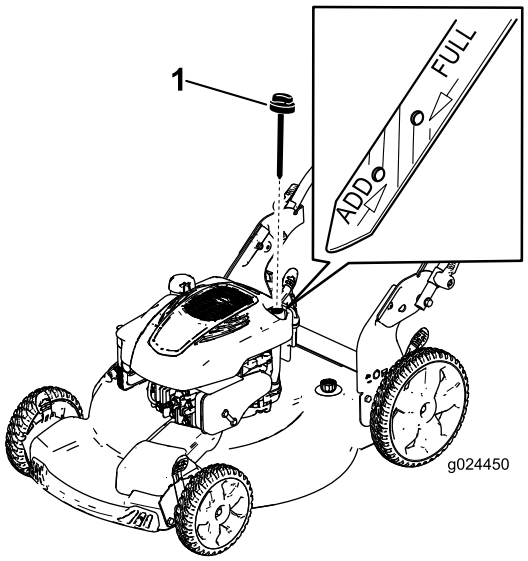

Figur 10
Fyll bränsletanken med färsk, blyfri regularbensin från en bensinmack som ingår i en av de större kedjorna (Figur 10).
2. Ta ut oljestickan (Figur 10).
5. Läs av oljenivån på oljestickan (Figur 10).